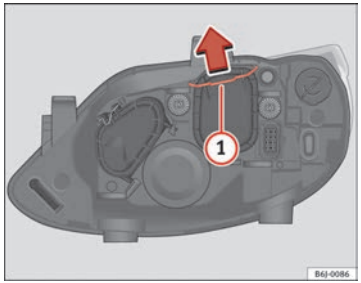

Fig. 153 Dipped beam headlights
– Move the loop ⇒ Fig. 153 (1) in the direction of the arrow and remove the cover.